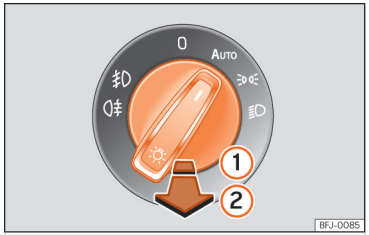

Abb. 68 Schalttafel: Lichtschalter.
- **Nebelscheinwerfer einschalten ≡D:** Ziehen Sie den Lichtschalter bis zur ersten Raste heraus ››› **(Abb. 68)** ①.
- **Nebelschlusslicht einschalten D≡:** Ziehen Sie den Lichtschalter ganz heraus ②.